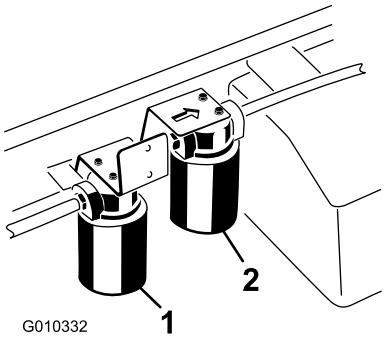

Figur 74
2. Gör rent runt området där filtret monteras. Ställ ett avtappningskärl under filtret och ta bort filtret (Figur 74).
1. Rengör runt området där högflödesfiltret monteras (Figur 74). Ställ ett avtappningskärl under filtret och ta bort filtret.